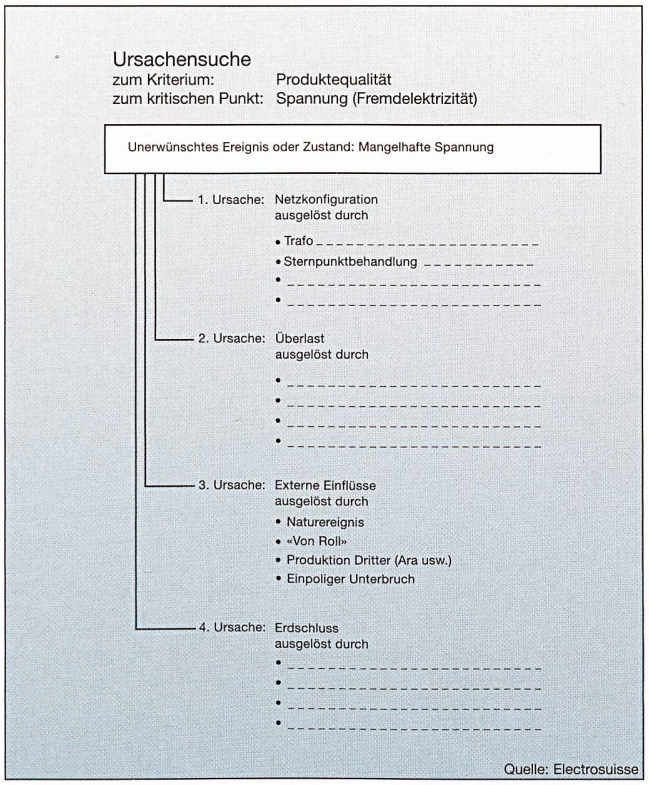

Bild 2 Beispiel eines Formulars für die Ursachensuche
Für die oberhalb der Relevanzlinie liegenden Risiken bzw. Schwachstellen müssen nun die relevanten Ursachen bestimmt werden. Dazu wird in einem ersten Schritt mittels eines Formulars (Bild 2) der für das Eintreten des Schadens bzw. der Störung wesentliche Auslöser bestimmt, woraus sich dann die eigentliche Ursache feststellen lässt. Sie lässt sich so der Technik (T) oder der Organisation (O) zuordnen. Handelt es sich bei der Ursache um ein technisches Problem, kann zu ihrer Behebung ein entsprechendes Projekt definiert und umgesetzt werden. Die Kontrolle erfolgt dann nach Möglichkeit über einen direkt durchzuführenden Kontrolllauf.